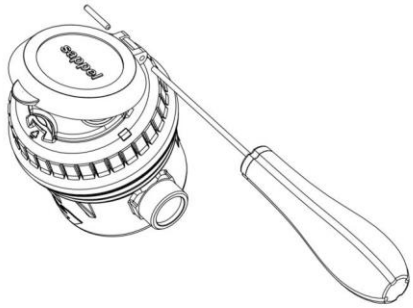

fig. 8
- En cas de présence du couvercle sur le compteur, déposer celui-ci en chassant l'axe de charnière (fig. 8). Si le couvercle ne possède pas de charnière métallique, le déposer directement à la main.